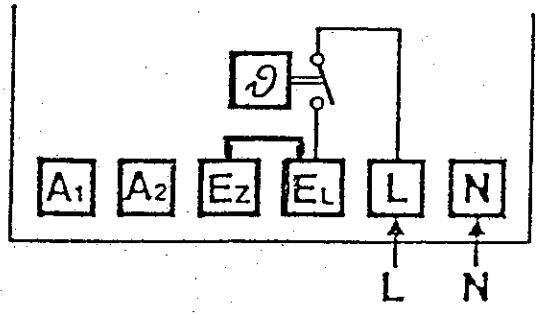

Fig.7
- *le pontet EZ-EL doit être placé avec le thermostat incorporé TIAD30 et thermostat murale TMAD16 (voir fig. 7 et 8).*